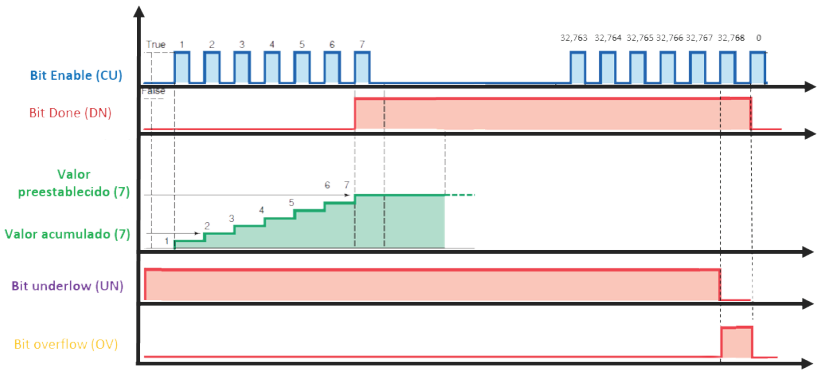

Figura 3-6: Comportamiento de los registros durante la activación del contador CTU
El contador descendente (figura 3-6) es una instrucción con una salida, cuya función es restar en una unidad su valor acumulado, hasta un determinado valor preestablecido, momento en el cual mandará una señal para activar el bit done (DN) (Petruzella, 2011).